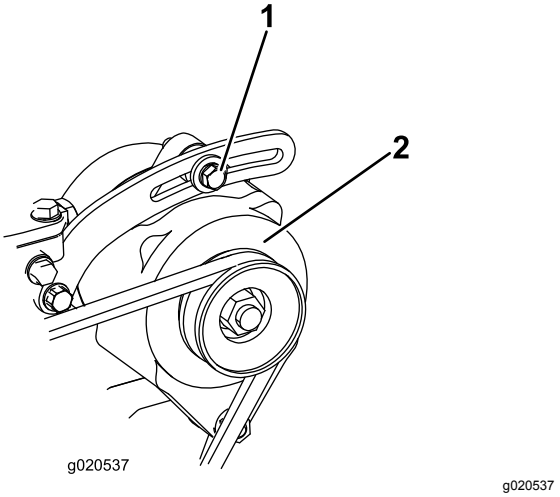

Figur 99
1. Hvis afbøjningen ikke er 10 mm, skal generatorens monteringsbolte løsnes (Figur 99).